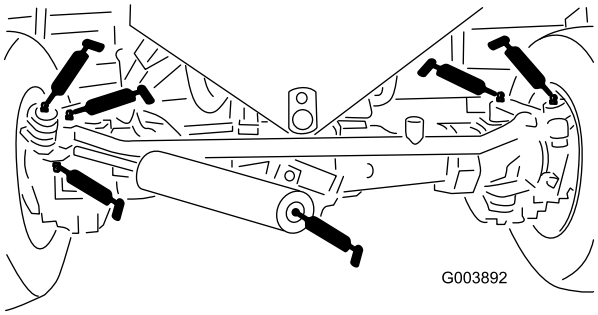

Figur 45
- To nipler på bakakselens parallellstag (Figur 45)
- To nipler på styresylinderens kuleledd (Figur 45)
- To nipler på akselstyringsdreietappene (Figur 45)
- To nipler på bakakseldreietappene (Figur 45)